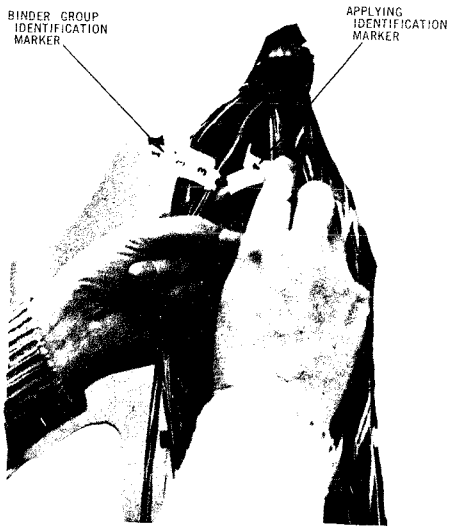

Fig. 5
5.04 Before removing the unit binder, wrap each binder group of the IN and OUT cable or cables with the cable unit marker using the number that corresponds with the group, (e.g. Blue White = No. 1) unless a change is required to correspond to the Continuous PIC Sheath Count. Place the markers near the butt of the cable and near the end of the cleared or wrapped cable groups. (See Fig. 5)